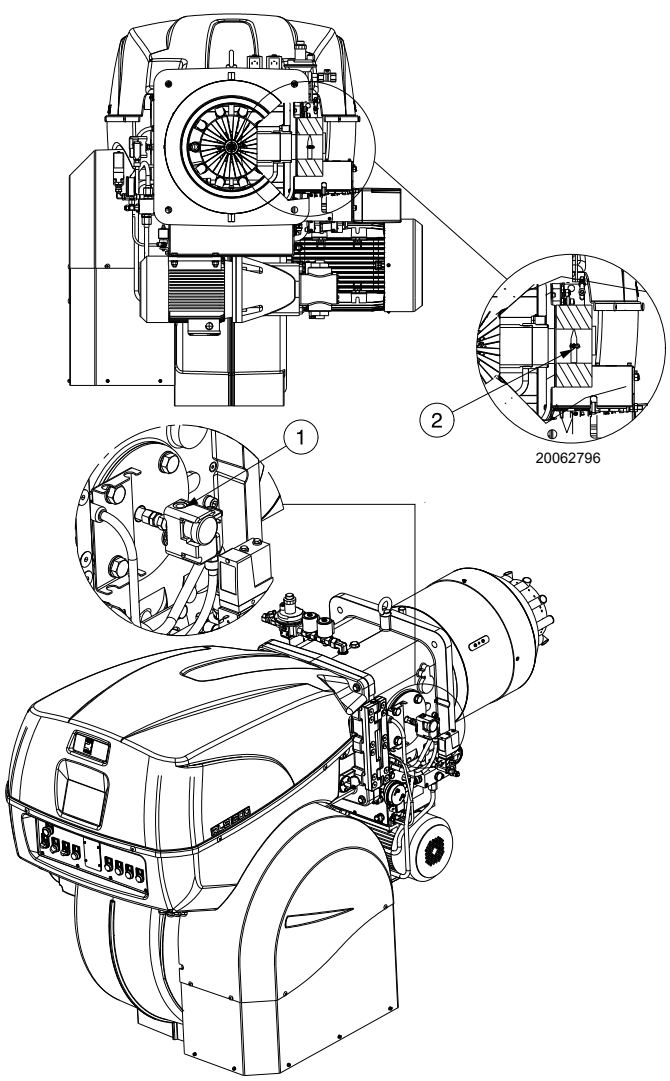

Fig. 27
Pression de gaz mesurée à la prise 1)(Fig. 27), avec :
Perte de charge vanne papillon gaz 2)(Fig. 27) avec ouverture maximale : 90°.
– soustraire de la pression du gaz à la prise 1)(Fig. 27) la pression dans la chambre de combustion.
Pression de gaz à la prise 1)(Fig. 27) = 44,2 mbars
Pour connaître par contre la pression de gaz nécessaire à la prise 1) (Fig. 27), après avoir défini la puissance de modulation maximale à laquelle on désire faire fonctionner le brûleur :
– Lire sur la droite, colonne 1, la pression à la prise 1) (Fig. 27).
Pression nécessaire à la prise 1)(Fig. 27).